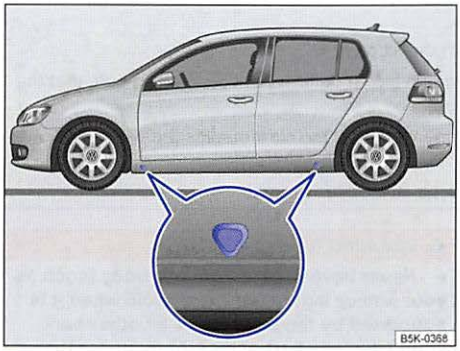

Fig. 162 Lift point for the jack.
The jack must be positioned at one of the 4 lift points marked on the vehicle body (2 on each side as shown in ⇒ fig. 162). You must use the lift point closest to the wheel being changed ⇒ ⚠.
6. Find the jack lift point ⇒ fig. 162 on the vehicle frame that is closest to the wheel to be changed. ▶